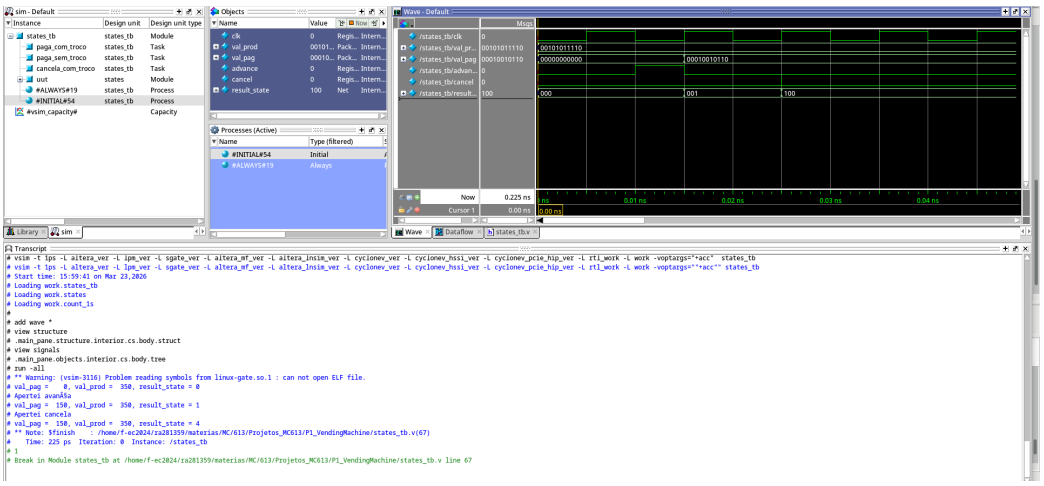

Figura 6: *Test bench* realizado para a máquina de estados realizando cancelamento com troco
Na Figura 6, desempenhamos um cancelamento com troco, onde saímos do estado A (000) para selecionar o produto, partimos para B (001) para pagar o produto, recebemos um valor pago menor que o de produto e ao cancelar partimos para E (100) onde cancelamos com o troco. O estado A retornará depois de cerca de 1 segundo.